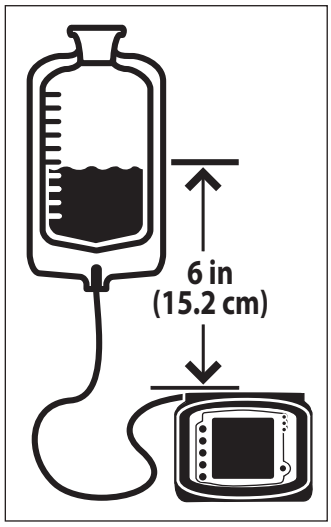

Abbildung 4B: Richtiger Flüssigkeitsspiegel
4. **Den Pumpenset-Beutel so einhängen, dass sich der obere Rand des Startvolumens der Nährlösung etwa 15 cm über der Pumpe befindet (Abbildung 4B).**
7. **Der obere Rand des Startvolumens der Nährlösung sollte sich etwa 15 cm über der Pumpe befinden (Abbildung 4B).**